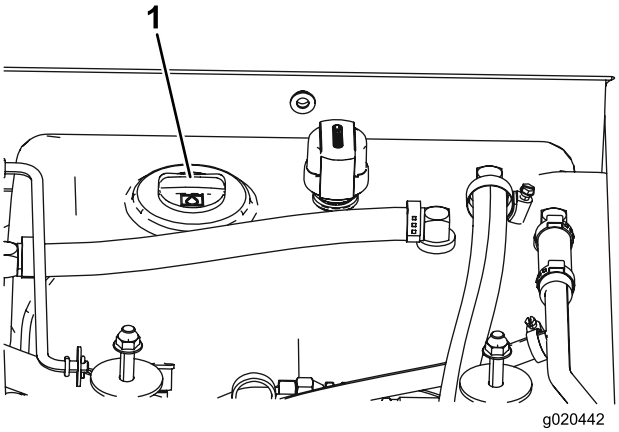

Figur 13
3. Gör rent omkring påfyllningsröret och hydraultanklocket (Figur 13). Skruva av tanklocket på påfyllningsröret.